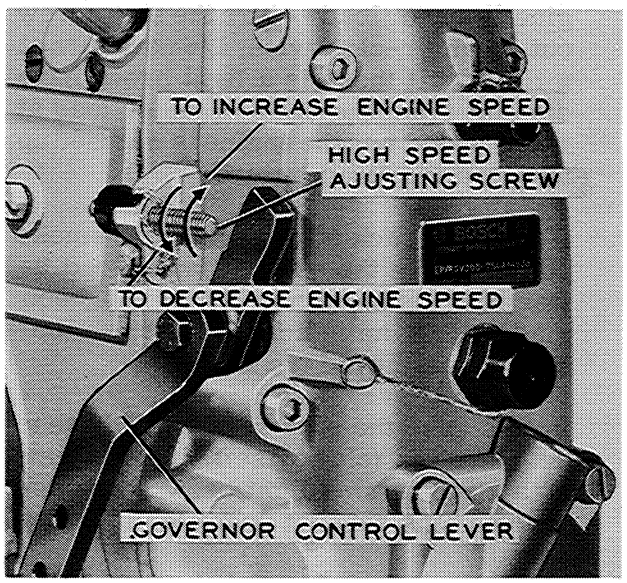

Figure I-67
1. Set the engine throttle in the No. Load (High Idle) Speed position. Loosen the lock nut on the high speed stop and turn the screw in (clockwise) until the correct engine speed is obtained, Figure I-67.